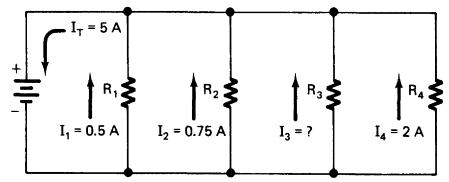

FIGURE 3-3C Circuit with unknown branch current.
2. What is the current through R_3 in the circuit illustrated in Fig. 3-3C? _____